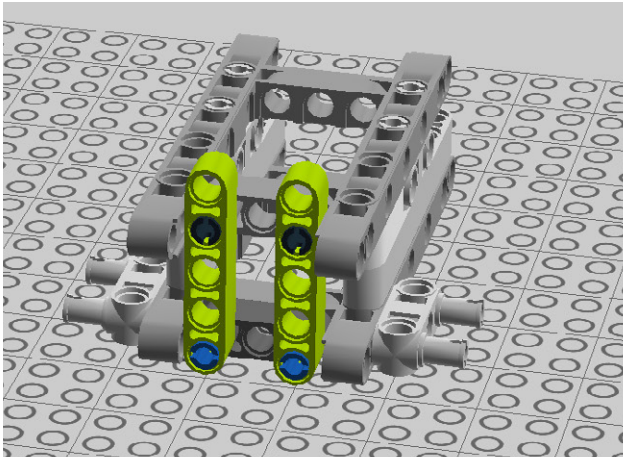

Figure 7-28. *Step 21: Adding two beams*
21. Add two 5M beams (Figure 7-28).